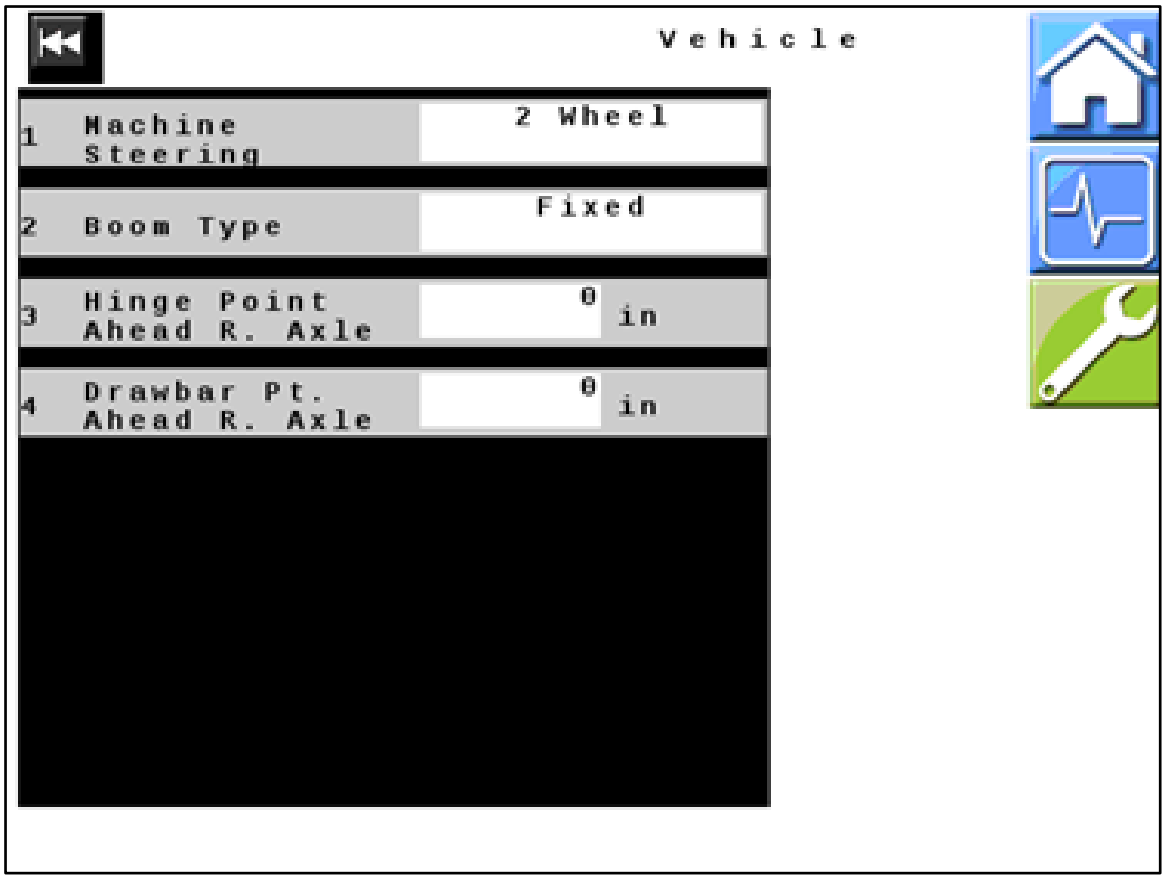

Figure 23 — Vehicle
42. *Figure 23:* Verify that all values displayed on your unit match those shown here. Change values if necessary.